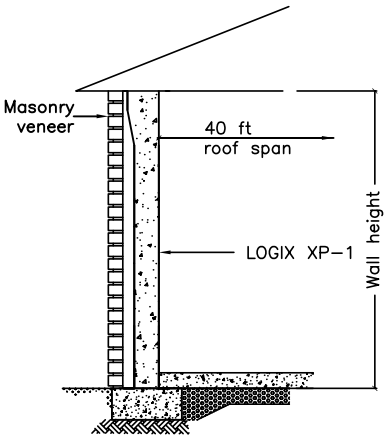

Fig 3A
- One storey Logix XP-1 supporting roof only (Fig. 3A)